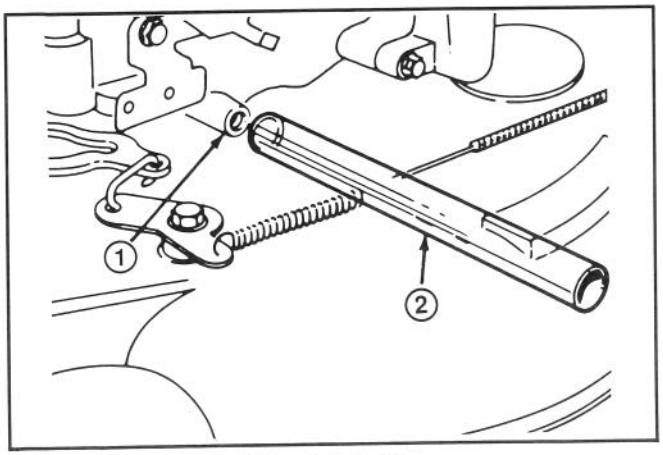

Afbeelding 19
4. Schuif de slang voor het aftappen van de olie over de opening (Afb. 19). Laat de maaier zakken zodat de olie in de pan kan vloeien. Til de rechterzijde van de maaier op, totdat alle olie in de afvoerbak is gevloeid.